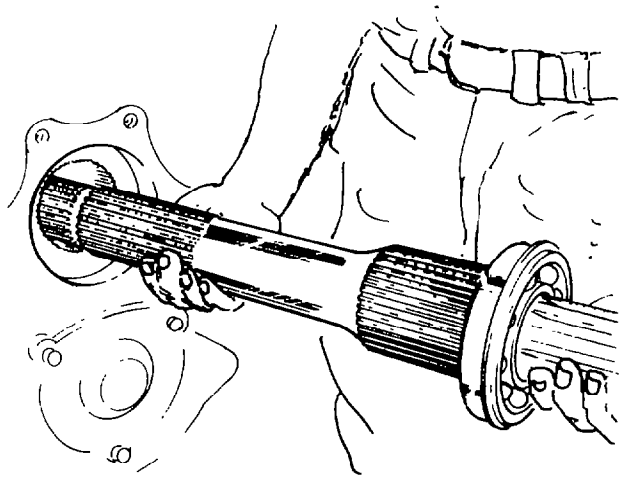

Fig. 207 — Installing Mainshaft
t. Start the mainshaft in the case through the rear bearing opening (see fig. 207). Advance the mainshaft through the reverse gear, second/third gear sliding clutch and fourth gear until the rear bearing positioning snap ring seats against the case.